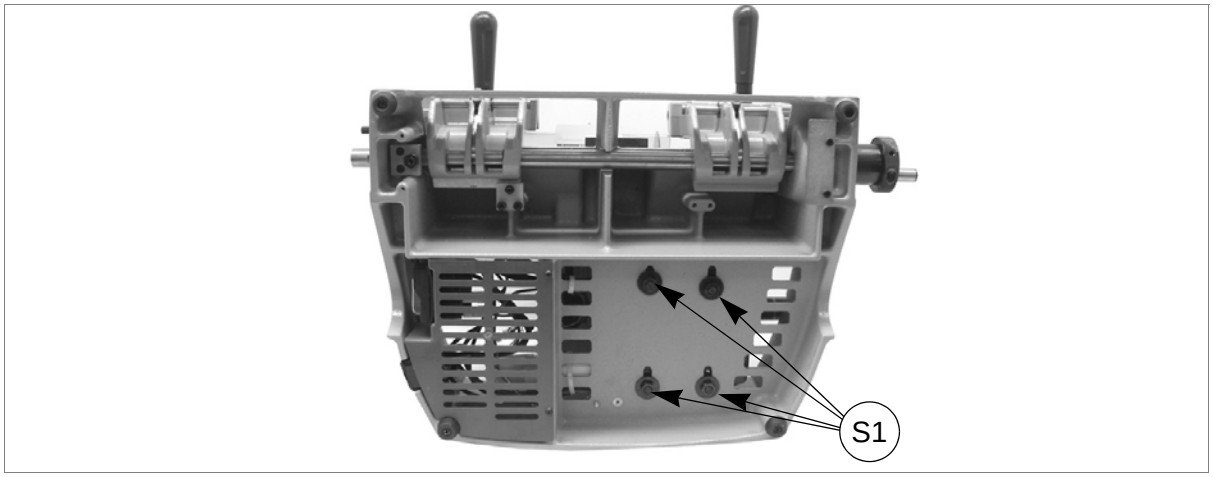

Рис. 59
2) Получите доступ к нижней части (глава 8.2, стр. 36) и ослабьте 4 гайки (S1) на плите крепления электродвигателя (рис. 59).